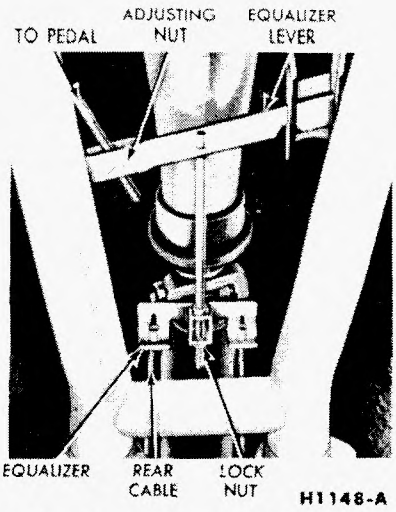

FIG. 44—Thunderbird Parking Brake Linkage
1. Raise the car and move the equalizer lever forward far enough to permit removing the adjusting nut from the end of the cable (Fig. 44). Remove the clip that holds the cable to the frame. Remove the cable retaining clamp. Lower the car.
3. Raise the car and install the cable retaining clamp and the clip that holds the cable to the frame. Insert the cable through the hole in the equalizer lever and install the adjusting nut (Fig. 44). Check the operation of the parking brake and adjust, if necessary.